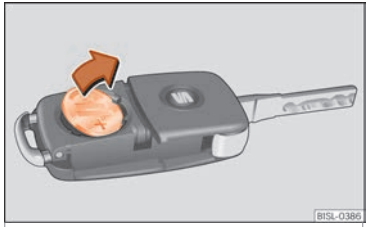

Fig. 101 Vehicle key: remove the battery.
- Extract the battery from the compartment using a suitable thin object ››› Fig. 101.
- Place the new battery in the compartment, pressing in the direction of the arrow as shown ››› Fig. 101 ››› ❗.